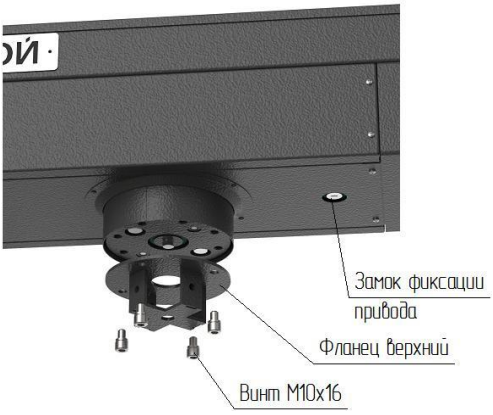

Рис. 5
- установите на диск муфты привода **6** (рис.5 и приложение 1.1) верхний фланец центральной стойки и закрепите винтами М10х16; нижний фланец прикрепить к фланцу вала напольной плиты **7** винтами М8х16;